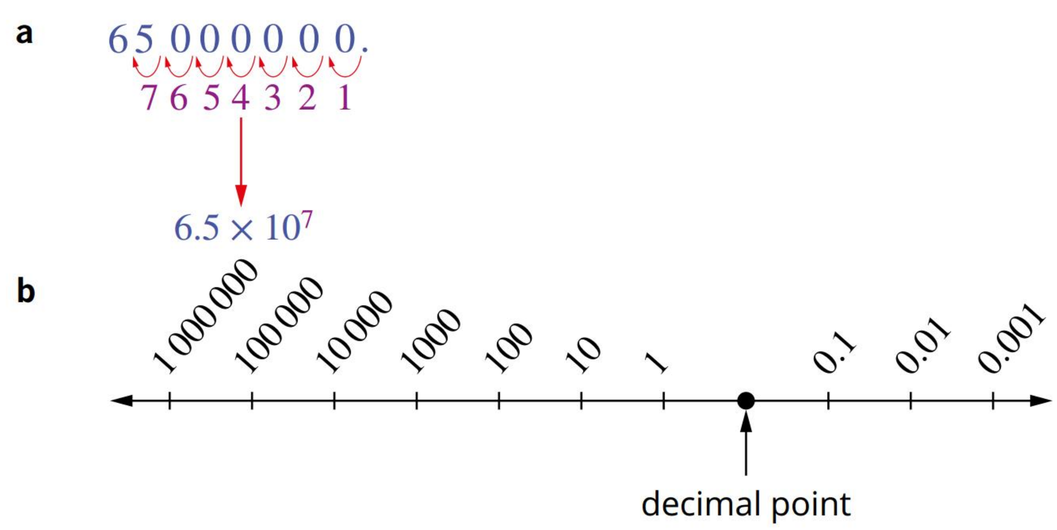

FIGURE 1.2.1 The value of the exponent is determined by counting the number of places the decimal point needs to be moved.
2. Count the number of places that the decimal point has moved. This number is the exponent—the power of 10 (Figure 1.2.1).